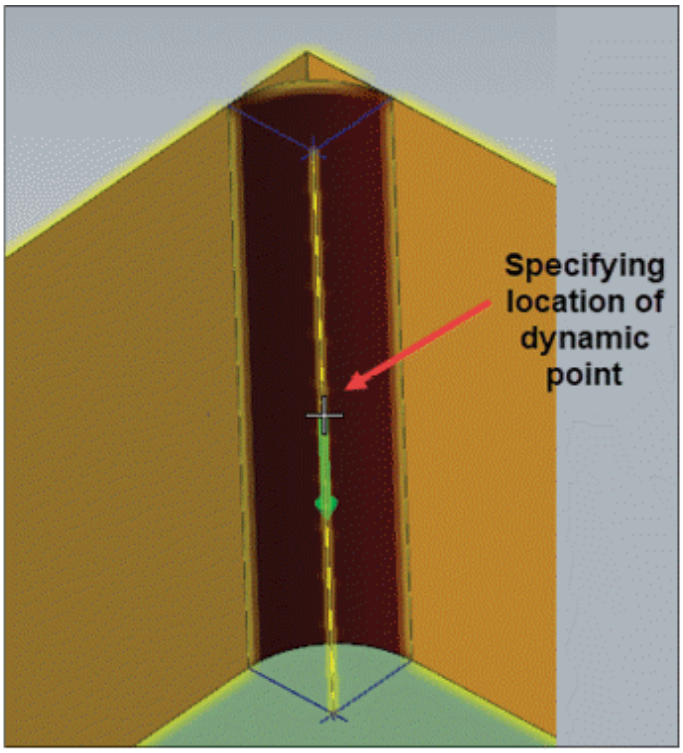

Figure-59. Specifying location of dynamic point
- Click on the **Dynamic** button to apply fillet of specified radius at specified dynamic point along the center curve of fillet and select the center curve. You will be asked to specify location of point at which specified radius will be applied; refer to Figure-59. Click at desired location on curve to apply fillet.